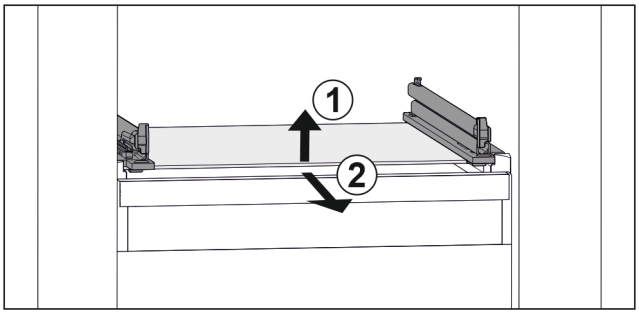

Fig. 51 Примерное отображение стеклянной пластины
- ▶ Приподнимите стеклянную пластину спереди. *Fig. 51 (1)*
- ▶ Извлеките стеклянную пластину движением вперед. *Fig. 51 (2)*